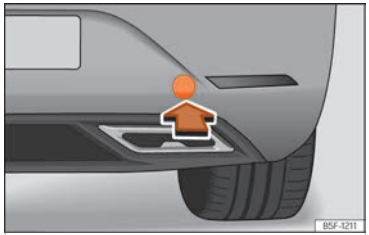

Fig. 214 A la part dreta del para-xocs del darrere: retirar la tapa.
L'allotjament de l'argolla de remolc enroscable es troba al costat dret del para-xocs posterior, al darrere d'una tapa ››› fig. 214.
- Pressioneu sobre la zona inferior de la tapa ››› fig. 214 per desencastar-la.